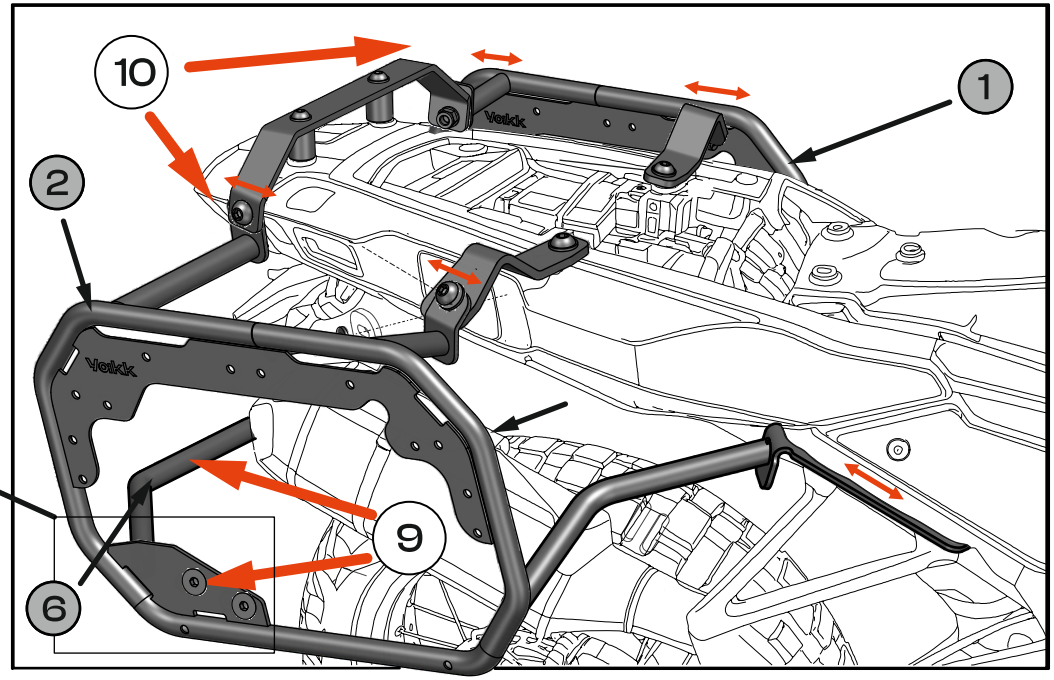

Fig.8
9. Loosely fasten the left and right side carriers **[1], [2]** to the center bracket **[6]** ,on both sides using bolt **[11]**, nut **[14],** and washer **[15]. [Fig. 1], [Fig. 7] , [Fig. 8]**
10. Align the **Side Carriers** with the motorcycle centerline. **Tighten all bolts to the specified torque. [Fig.1], [Fig.8],**